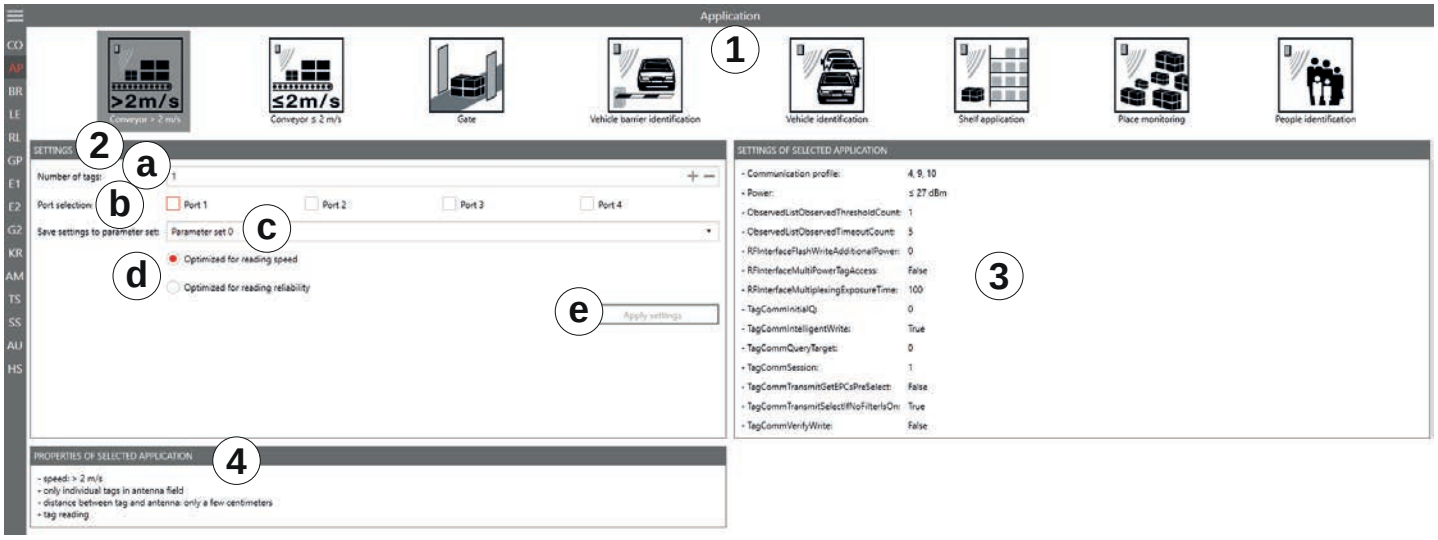
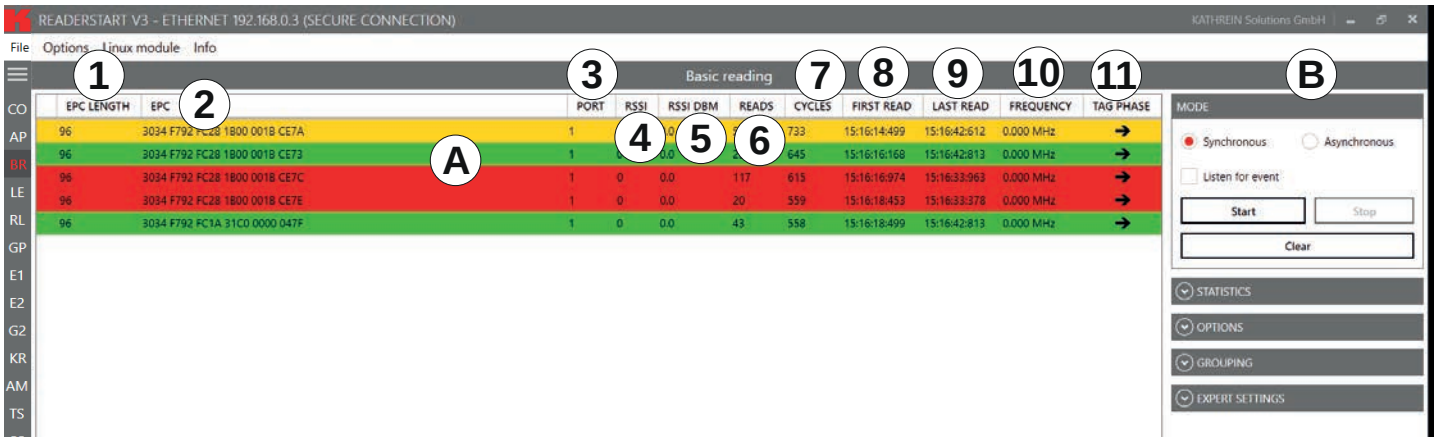

Fig. 51: Application Tab
Fig. 52: Basic reading
► Click *Start* (④ in *Fig. 52*) to start the reading.
► Click *Stop* (⑤) to stop the reading.
► Click *Clear* (⑥) to remove all tag entries from the table (Ⓐ in *Fig. 51, p. 97*).